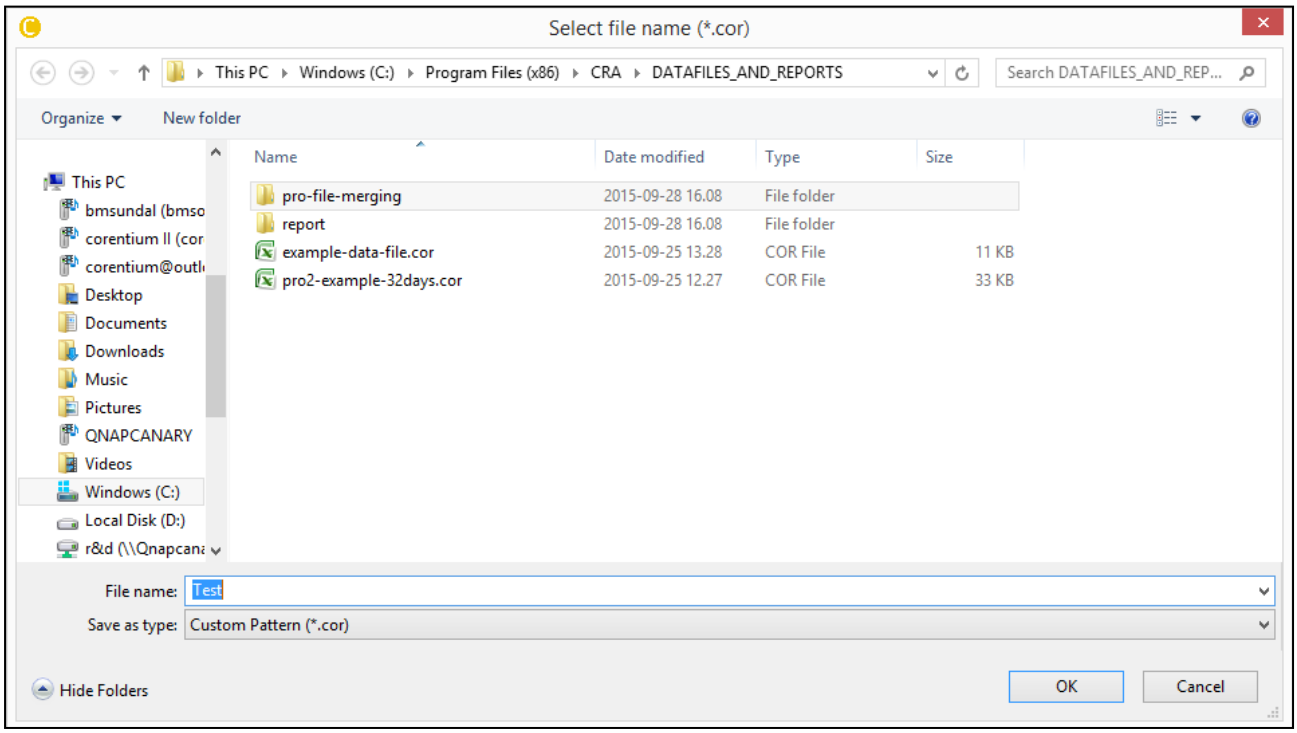

Figure 4-7: File dialog to save the Uploaded file from the PRO monitor
e. After uploading process is completed, a dialog window pops up to save the file with default extension of ***.cor**, as shown in the Figure 4-7.